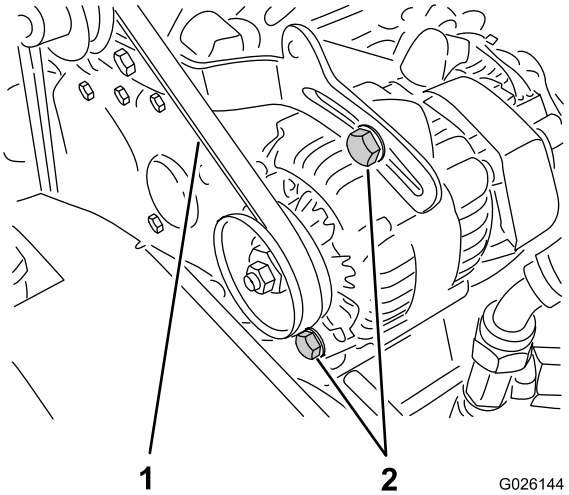

**Figur 66**
2. Kontrollera spänningen genom att trycka ner remmen mitt emellan vevaxel- och generatorskivorna med en kraft på 10 kg (Figur 66).
A. Lossa de två fästbultarna till generatorn (Figur 66).
B. Vrid generatorn med hjälp av en bändstång tills korrekt remspänning erhålls och dra därefter åt fästbultarna (Figur 66).